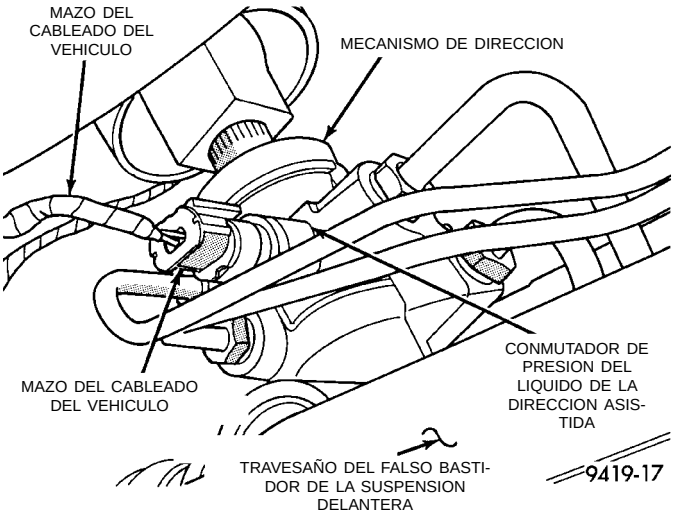

Fig. 8 Conector eléctrico del conmutador de presión de líquido de dirección asistida
(7) Si está equipado, retire el conector del mazo de cableado del conmutador de presión de líquido de dirección asistida (Fig. 8).
(6) Si el vehículo se encuentra equipado con dirección asistida, instale el conector de cableado del vehículo en el conmutador de presión del líquido de dirección asistida en el conjunto del mecanismo de la dirección (Fig. 8). Asegúrese de que la lengüeta de fijación del conector del mazo de cableado quede enclavada con firmeza en el conmutador de presión.